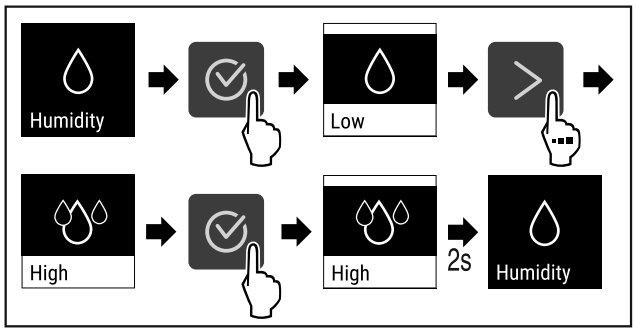

Fig. 75
▶ Ejecutar los pasos (consulte Fig. 75) .